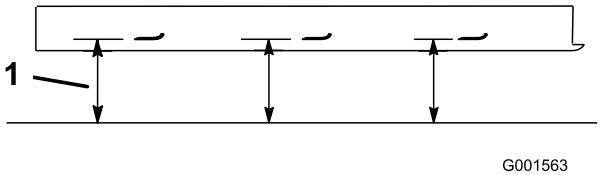

Figuur 55
2. Meet de afstand tussen een horizontaal oppervlak en de snijrand, stand A, van de messen (Figuur 55). Noteer deze afstand.